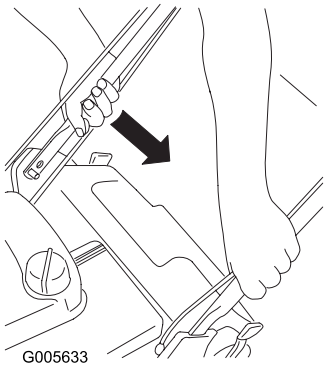

Figur 37
1. Skyv inn høyre nedre håndtaksende til håndtaket skyves forbi sperrene på håndtaksbrakettene (Figur 37).